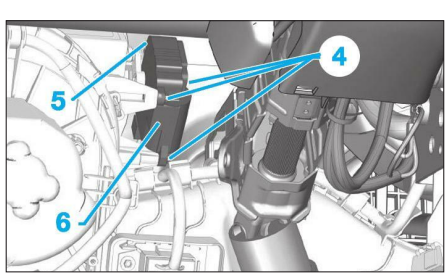

Fig. 37
• Déconnecter le connecteur du motoréducteur (5).
- les 3 vis (4) **(Fig.37)**,
- le motoréducteur (6).